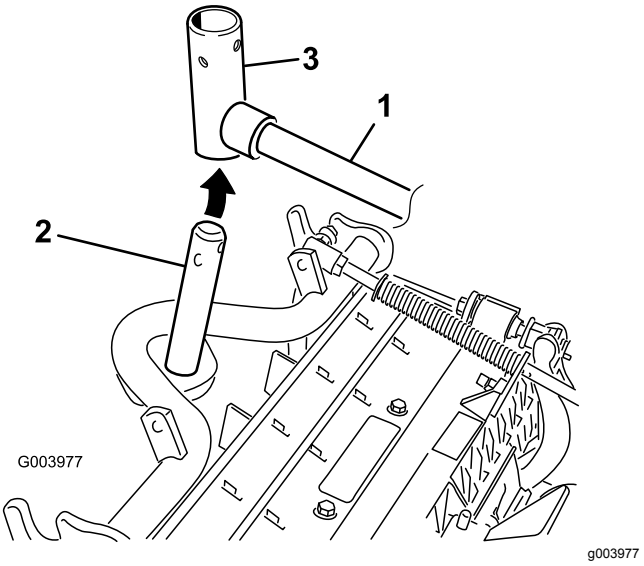

Figur 8
7. Vid montering av de främre klippenheterna ska en klippenhet skjutas in under lyftarmen samtidigt som bärramens axel förs upp och in i lyftarmens svängok (Figur 8).
B. Sätt i lyftarmens ok i bärramens axel (Figur 8).